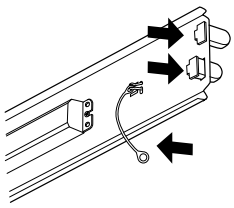

Figure 2
2. Snap lampholders into channel cover, attach hook to safety line and hook to channel cover. **See Figure 2.**
Voir la figure 2.